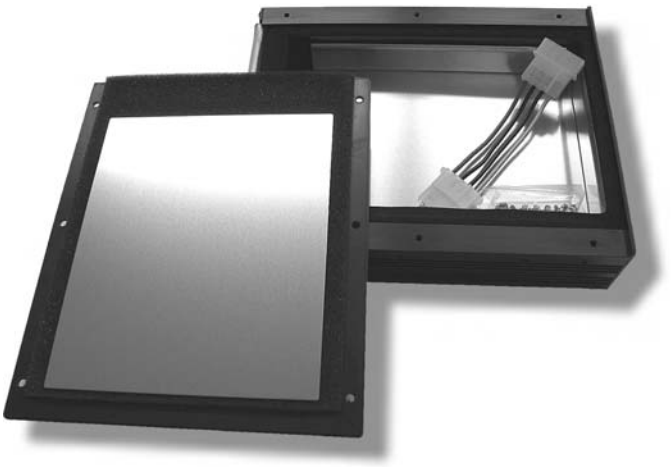

Figure 3.23. *Smart Drive hard drive enclosure. (Courtesy of endpcnoise.com, www.endpcnoise.com.)*
- *Install hard drive enclosures to reduce internal hard-drive noises*. These enclosures (Figure 3.23) are designed to acoustically encapsulate 3.5-inch hard drives into a design that fits into a 5.25-inch hard drive bay.